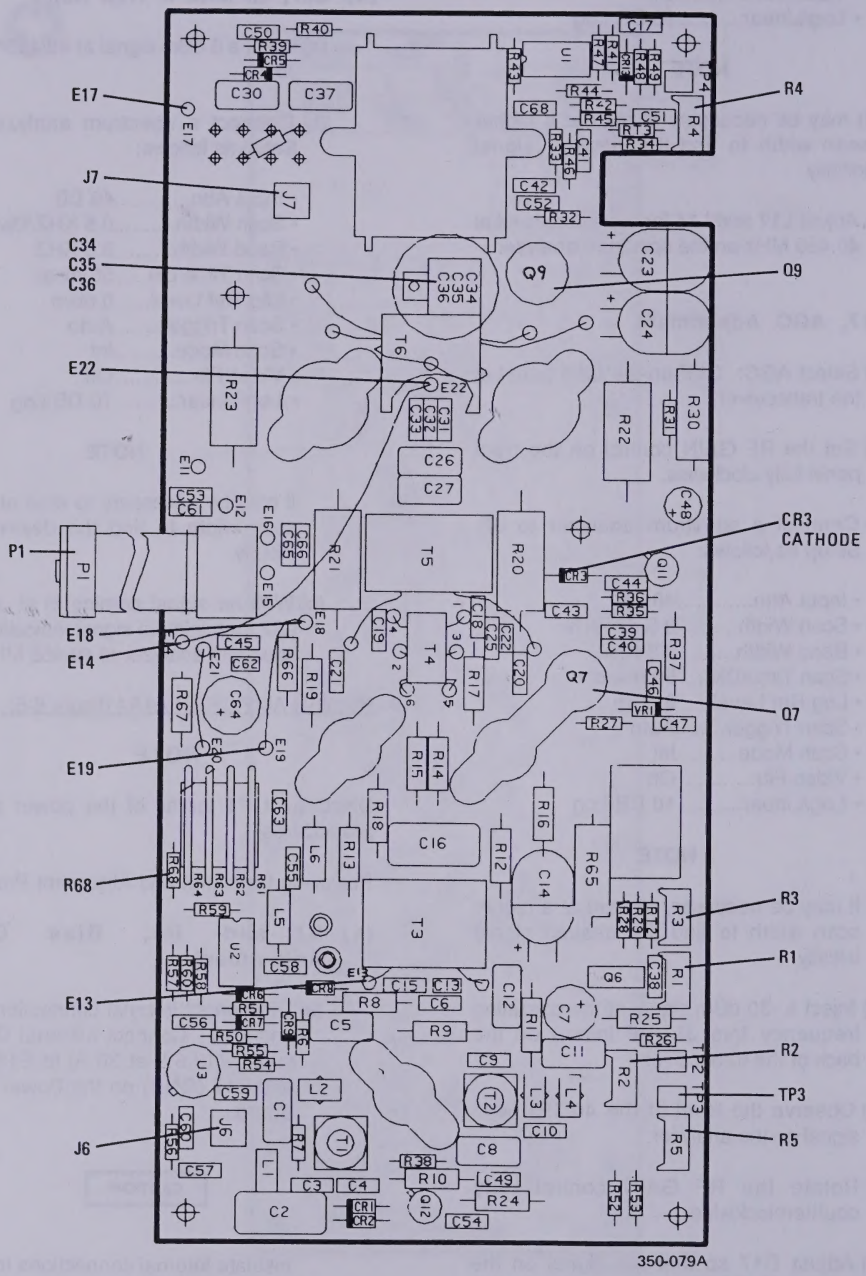

Figure 6-5. Power Amplifier PWB
d. POWER AMPLIFIER A1A4 (figure 6-5).